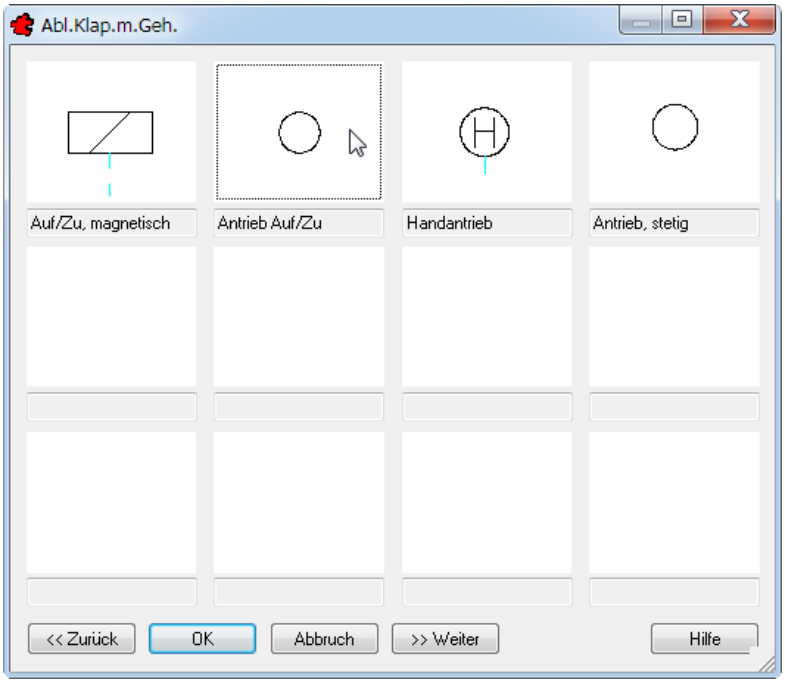

Bild 28.4 – Abluftklappe, Wahl des Antriebs
- Dies ist ein Hauptgerät, daher erscheint nun eine weitere Dialogbox, die die Art des Antriebs abfragt. Führen Sie einen Doppelklick auf das Dia *Antrieb Auf/Zu* aus (Abb. 28.4).